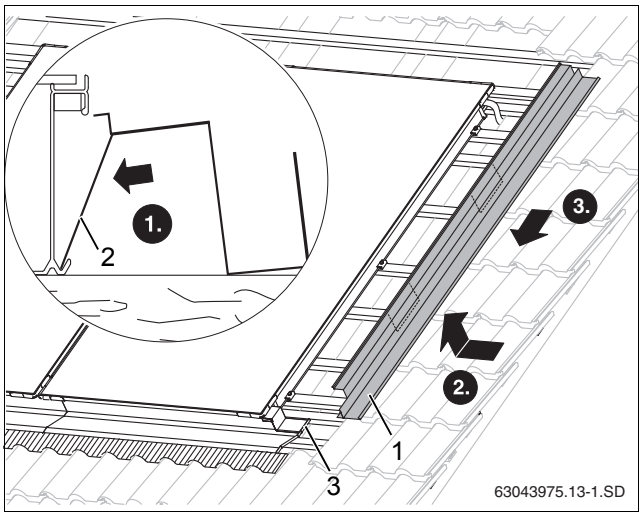

Рис. 48 Установка правого бокового накладного листа
- Нужно установить опорные листы (рис. 48, [2]) в нижнюю кромку коллектора.
- Вставьте боковые накладные листы справа и слева (рис. 48, [1]) верхней кромкой в паз коллектора и задвиньте на нижний накладной лист.
- Для лучшей фиксации сожмите перехлест обоих листов (рис. 48, [3]).